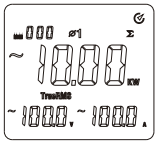

rys.7-2
* Następnie (patrz rys.7-2), naciśnij przycisk Σ aby zapisać w sumatorze moc pierwszej fazy